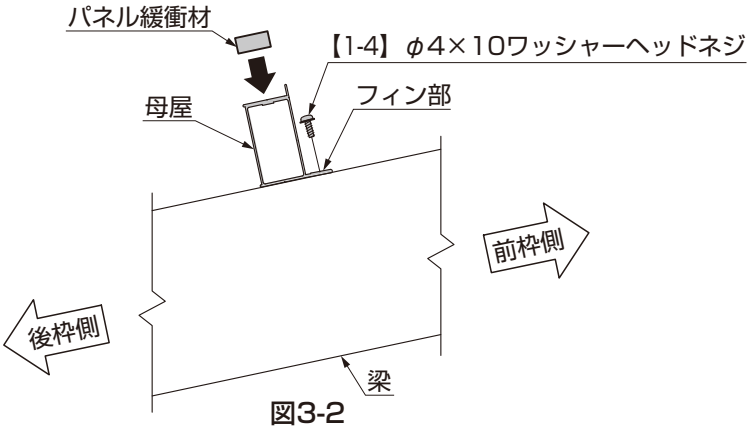

図3-2
②パネル緩衝材を母屋の切欠きと切欠き（※1）の間に貼付けてください。
③前枠側にフィン部を向けて、母屋を梁に【1-4】で取付けてください。（図3-2参照）